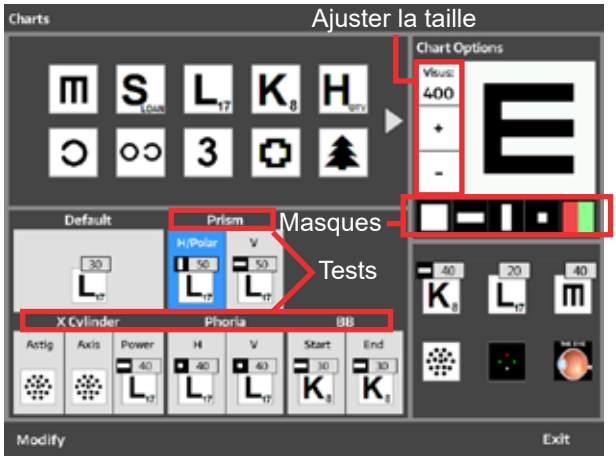

Figure IS-37 Modifier le programme/la grille
2. L'écran Grilles apparaît. Se reporter à la Figure IS-37.